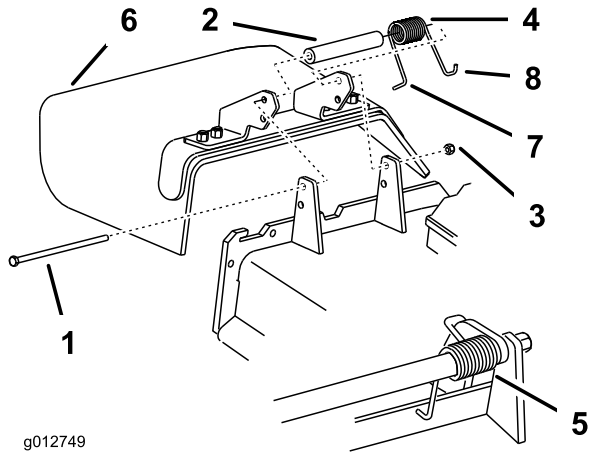

Figur 90
1. Fjern låsemutteren, bolten, fjæren og avstandsstykket som holder avlederen festet til svingbrakettene (Figur 90). Fjern den skadde eller slitte gressavlederen.
Merk: Påse at **L**-enden av fjæren er montert bak enhetskanten før du monterer skruen som vist i Figur 90.
3. Monter skrue og mutter. Plasser **J**-krokenden av fjæren rundt gressavlederen (Figur 90).